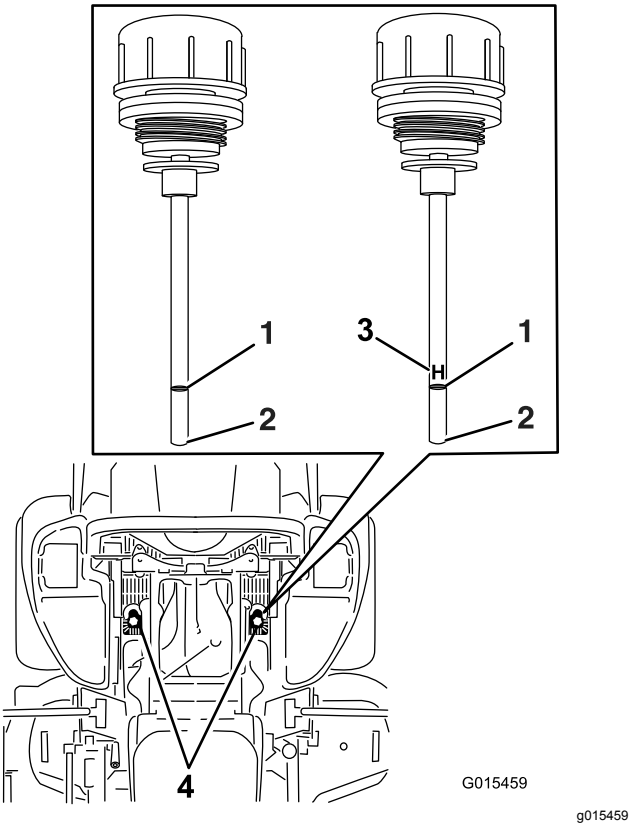

Figur 103
5. Rengör området runt oljestickorna i hydraulsystemets tankar (Figur 103).
6. Ta bort en oljesticka från hydraultanken (Figur 103).
8. Ta ut oljestickan och titta på änden (Figur 103).